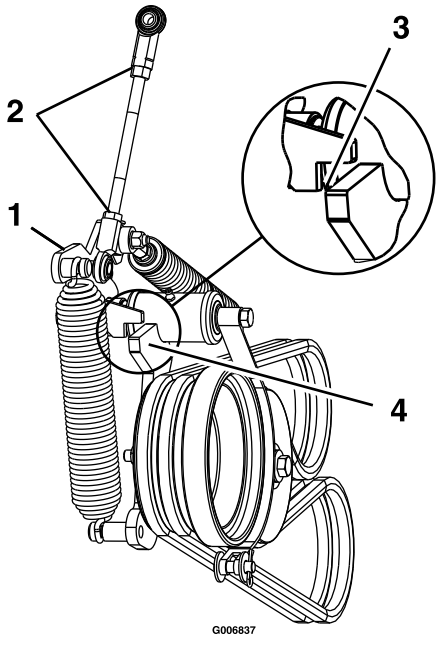

Figuur 60
12. Maak de contramoeren los, stel de verbinding in totdat de bovenkant van de spannerarm uitgelijnd is met de onderkant van de inkeping om de veerarm zoals in Figuur 60.